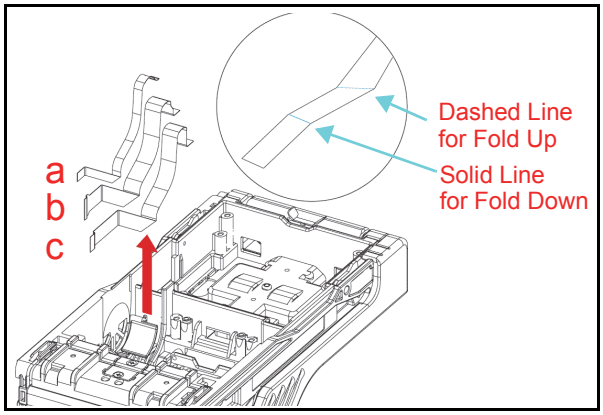

Figure 4-17 USB FPC, Power FPC & Interface FPC Cable Removal
2. Remove the USB FPC (See Figure 4-17 a), the Power FPC (See Figure 4-17 b) and the Interface FPC (See Figure 4-17 c) from the Transport Unit.
NOTE: Carefully observe the Up and Down Fold Line indications shown by the two (2) Cyan Arrows in Figure 4-17, and DO NOT rebend them in an opposite direction!